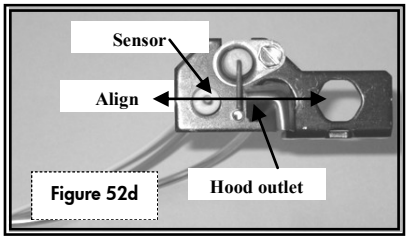

Figure 52d
1. Remove (2) screws securing pilot assembly to pilot bracket. Place 7/16" wrench on pilot hood nut and 1/2" wrench onto pilot base nut, turn pilot hood nut counter-clockwise to remove pilot hood.
3. Re-attach pilot hood. Tighten with wrenches, making sure pilot hood is positioned as shown in Figure 52d.